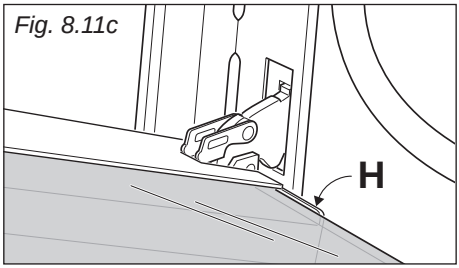
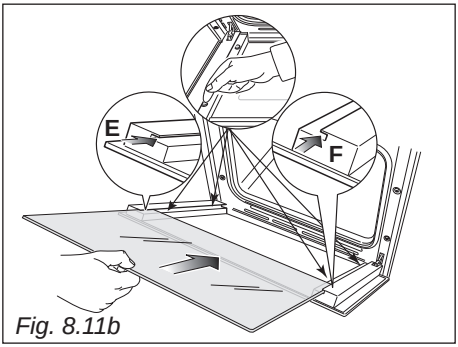

Fig. 8.11c
Fig. 8.11b
IMPORTANT: It is advisable, while refitting the glass, to keep pressed in position the four rubber pads "**D**", by a finger, to avoid breakage or slippage of the rubber pads themselves (fig. 8.11b).
- Insert the pane in the left "**E**" and right "**F**" slide guides (fig. 8.11b), and gently slide it to the retainers "**H**" (fig. 8.11c).